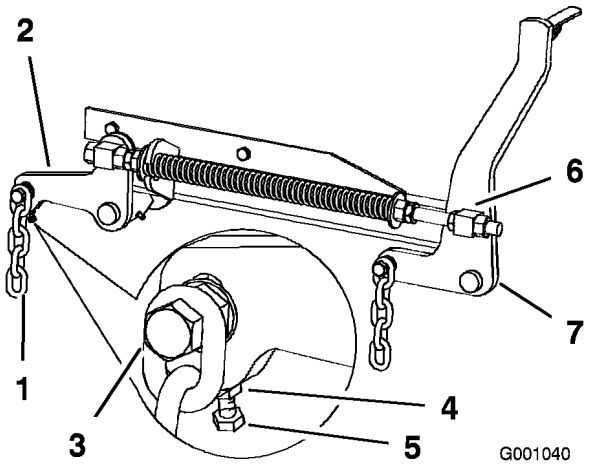

Figur 68
7. Om måtten vid punkt **B** eller **C** är felaktiga ska du lossa den bult som håller fast den bakre kedjan vid den bakre stödarmen (Figur 68).
8. Lossa kontramuttern under den bakre stödarmen och anpassa justerskruven så att du får ett mätvärde på mellan 79 och 83 mm (Figur 68).
7. Lossa kontramuttrarna för de främre lekarna framtill på höger och vänster lekare cirka 13 mm (Figur 68).
8. Justera lyftmuttrarna på både vänster och höger sida av maskinen för att få en inställning som är 6 till 10 mm lägre fram vid A än bak vid **B** (Figur 68).